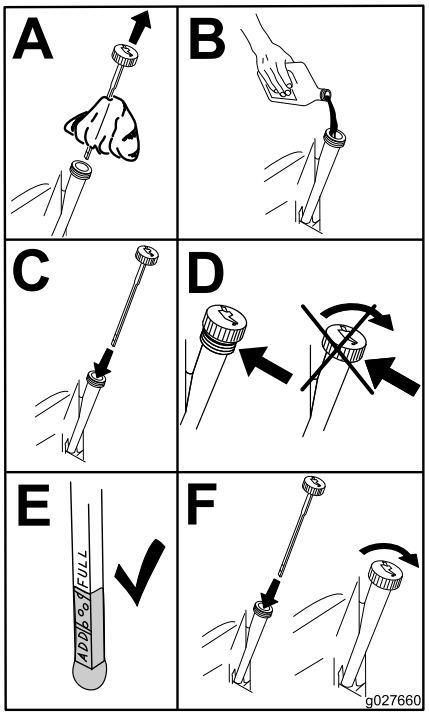

Figur 55
5. Hæld langsomt ca. 80 % af den angivne olie i påfyldningsrøret, og tilsæt langsomt ekstra olie, så oliestanden når op til mærket **Full** (fuld) (Figur 55).